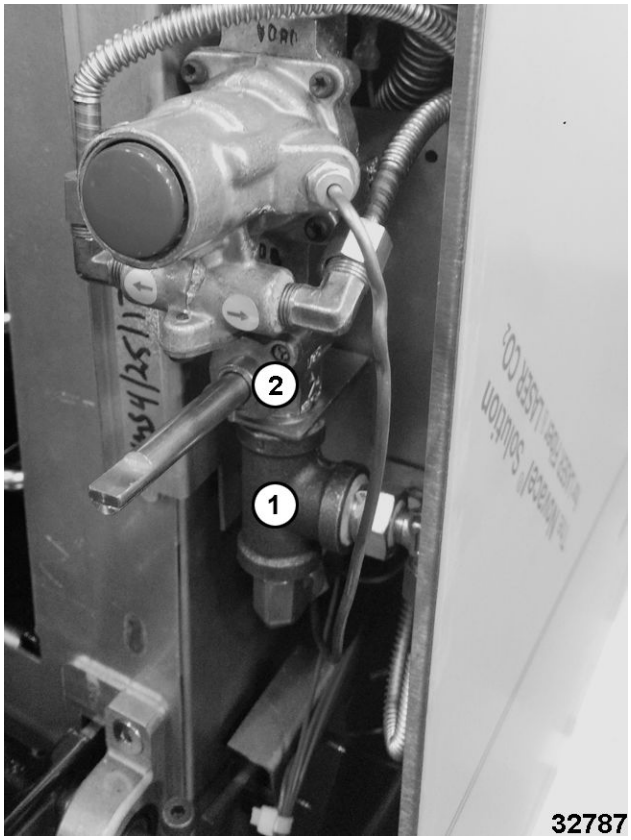

**Fig. 43**
3. Remove flex line and tee fitting (1, Fig. 43) from bottom of manual gas shut-off valve (2, Fig. 43).